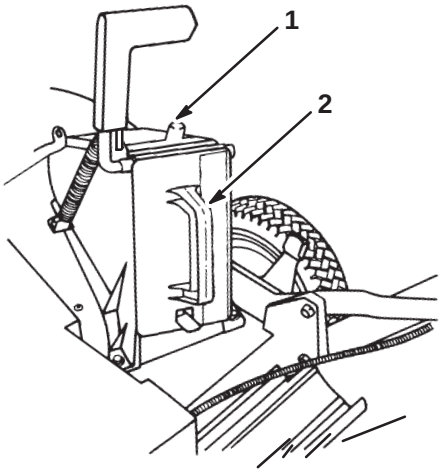

Figure 31
- **Rear Bag Kit**—Install the discharge tunnel and rear mounting grass bag to convert your Recycler® lawn mower into a rear-bagging lawn mower (Fig. 31). Includes the discharge tunnel plug.